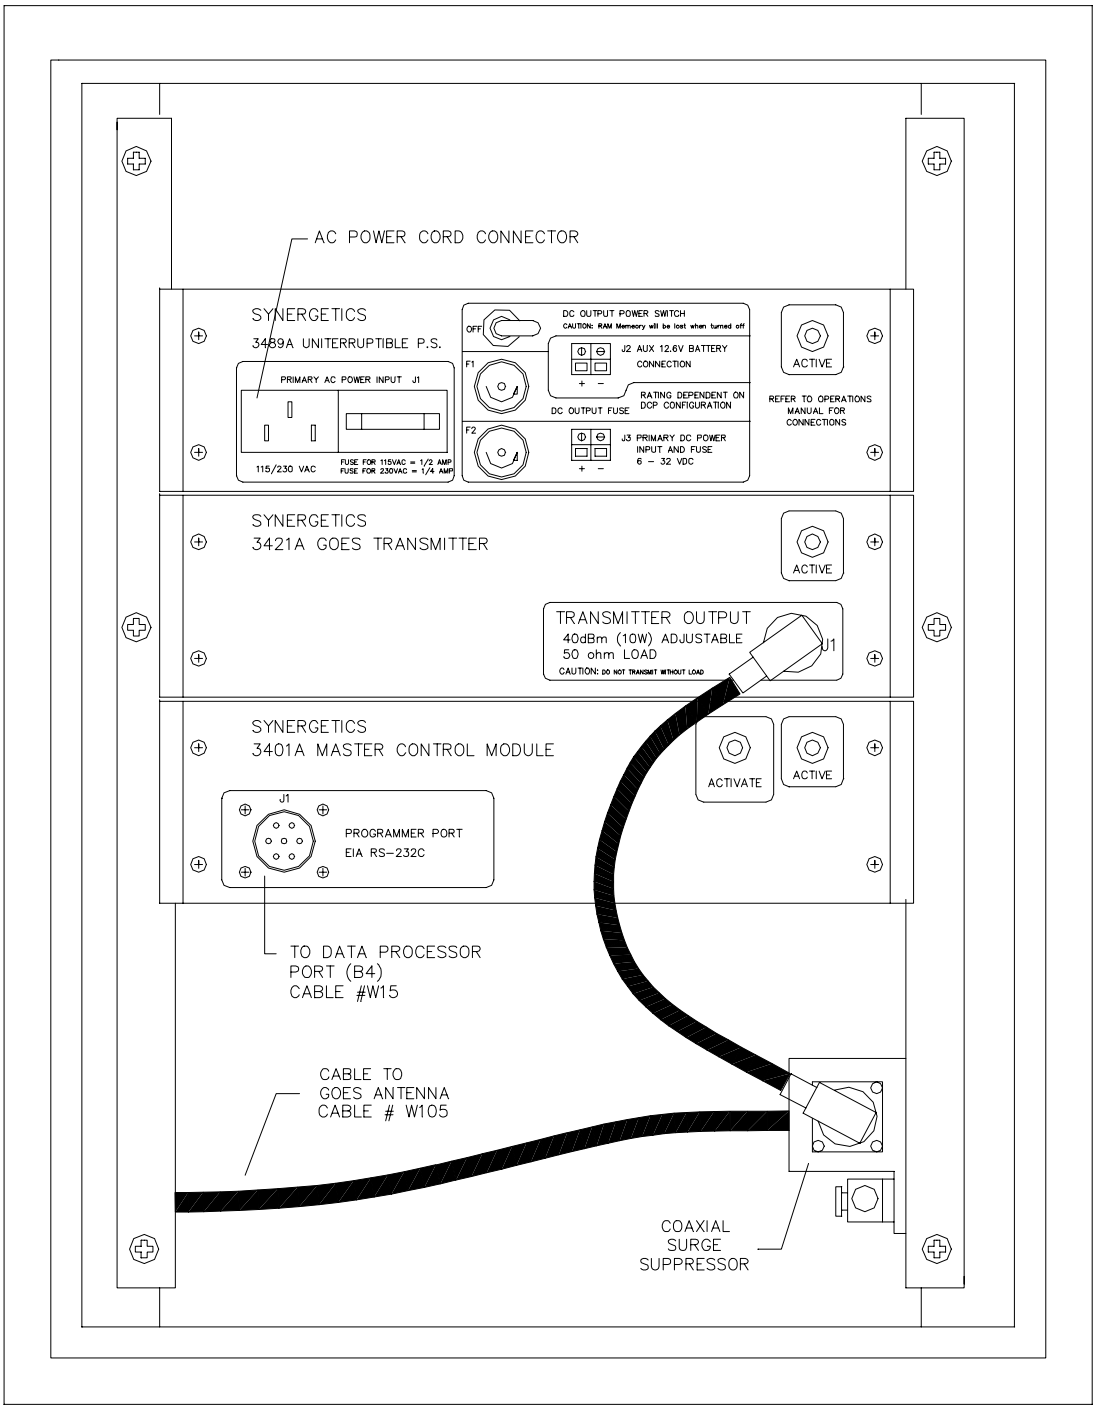

Figure 8-8 GOES Assembly Front Panel
The GOES Communications System consists of a GOES Assembly and a Crossed Yagi antenna. The GOES Assembly is located inside the shelter below the breaker panel in a white NEMA enclosure. As illustrated in Figure 8-8, the GOES Assembly consists of four components: the 3489A Uninterruptible Power Supply, the 3421A GOES Transmitter, the
2. Turn off the *DC OUTPUT POWER* switch on the front panel of the 3489A Uninterruptible Power Supply and remove the AC power cord from the front panel of the unit (see Figure 8-8).
2. Turn off the DC power switch on the front panel of the 3489A Uninterruptible Power Supply (see Figure 8-8).
2. Turn off the *DC OUTPUT POWER* switch on the front panel of the 3489A UPS (see Figure 8-8).